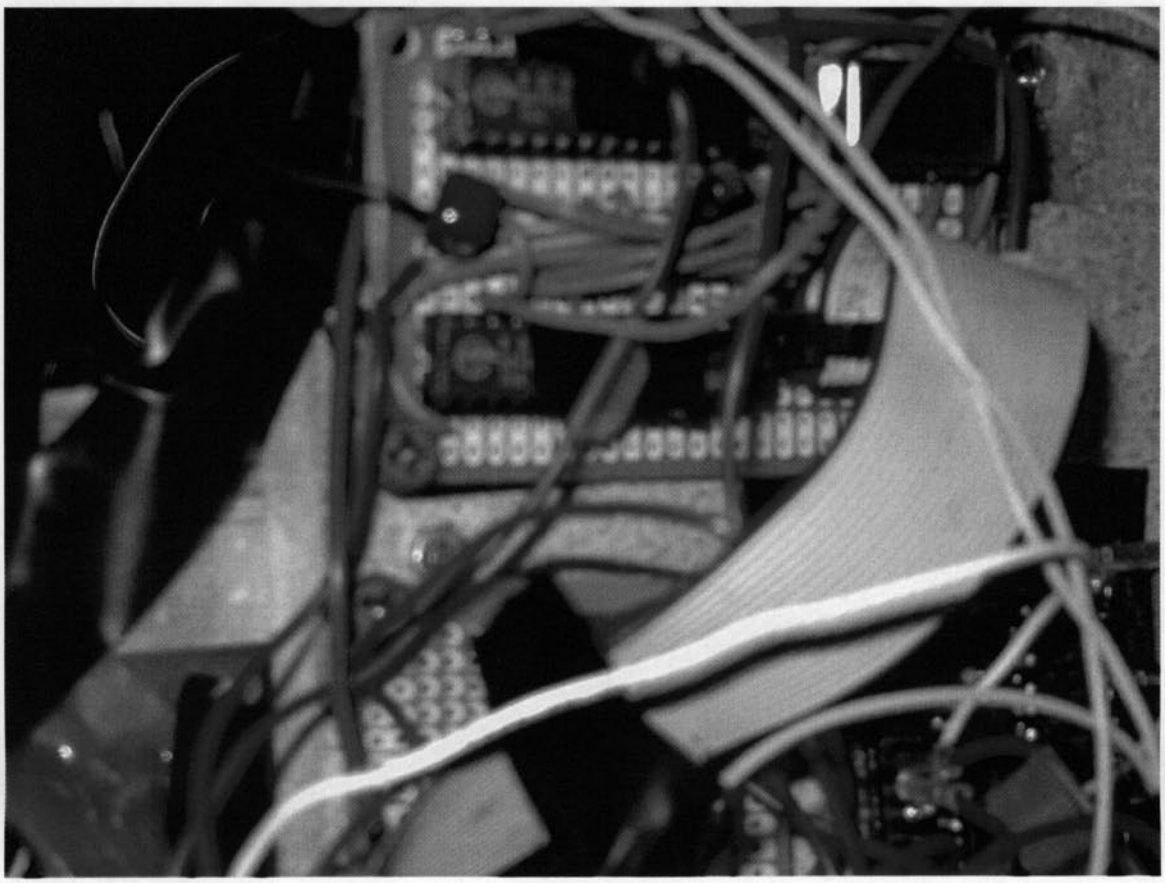

Fig. 9 – Chain Frequency Generator Board
- Connect the green wire labeled "Servo" coming from Pin 26 on Altera chip #1 to the yellow wire on the chain servo (servo #1). See Fig. 9.